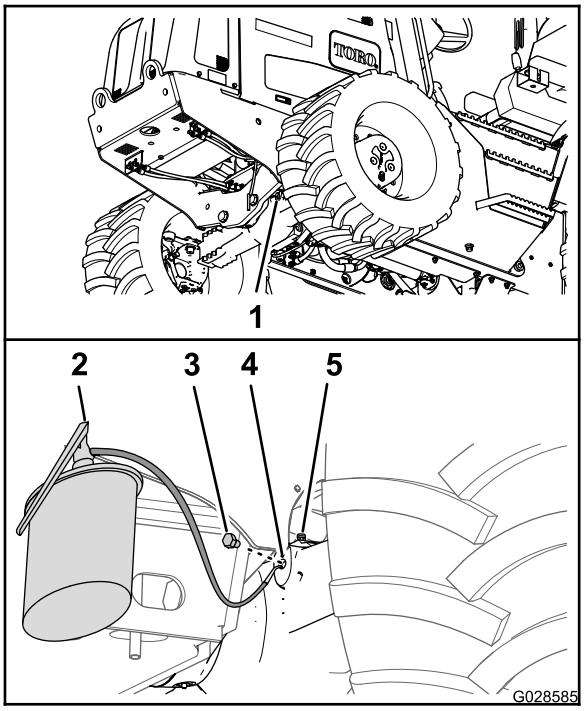
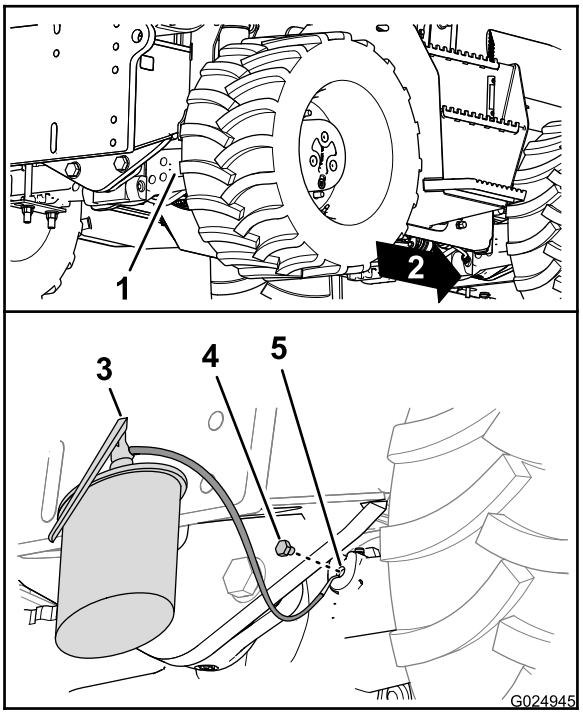

Figura 89
Figura 90
5. Instale os bujões de drenagem nos orifícios de drenagem nas caixas do pinhão (Figura 89 e Figura 90).
6. Adicione o óleo especificado nos eixos pelo orifício de nível até o nível se alinhar com a borda inferior do orifício (Figura 89 e Figura 90).
8. Instale os bujões nos orifícios de nível das caixas do pinhão para os eixos (Figura 89 e Figura 90).